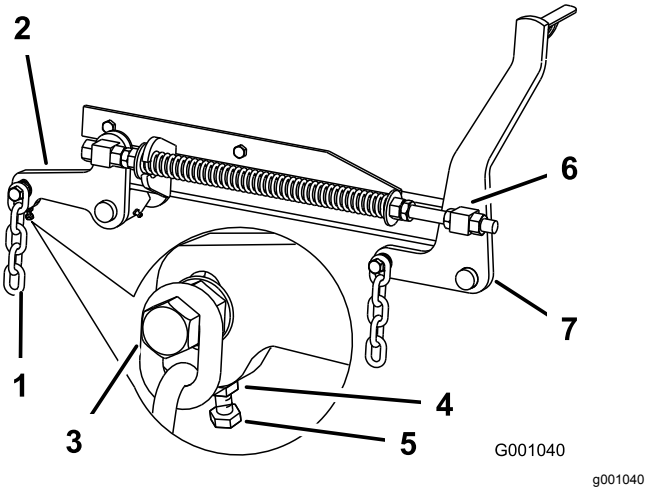

Figur 75
7. Hvis målingerne ved position **B** eller **C** ikke er korrekte, skal du løsne bolten, som fastholder bagkæden til den bageste støttearm (Figur 75).
8. Løsn kontramøtrikken under den bageste støttearm, og juster justeringsbolten for at opnå et mål på 7,9 til 8,3 cm (Figur 75).
7. Løsn de forreste drejeleds kontramøtrikker ved forenden af højre og venstre drejeled, ca. 13 mm (Figur 75).
8. Juster løftemøtrikkerne på maskinens venstre og højre side for at få en måling, der er 6 til 10 mm lavere forrest ved **A** end bagest ved **B** (Figur 75).